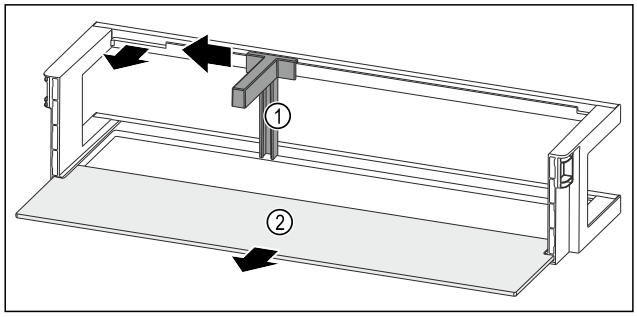

Fig. 211 Durvju plaukts ar pudeļu turētāju un plauktu
- ▶ Pabīdiet pudeļu turētāju *Fig. 211 (1)* līdz padziļinājumam uz sānu.
- ▶ Izņemiet pudeļu turētāju *Fig. 211 (1)*.
- ▶ Izņemiet plauktu *Fig. 211 (2)*.